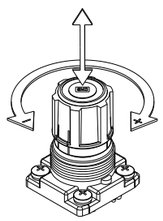

Fig.4 Manopola del regolatore
a) Per aumentare la pressione di regolazione sbloccare la manopola tirandola leggermente verso l'alto e ruotandola nella direzione (+) della freccia (vedere Fig.4).
d) Per diminuire la pressione di regolazione dopo averla impostata, sbloccare la manopola, quindi ruotarla nella direzione (-) della freccia (vedere Fig.4). La pressione residua viene scaricata tramite il corpo della manopola grazie allo scarico del regolatore.